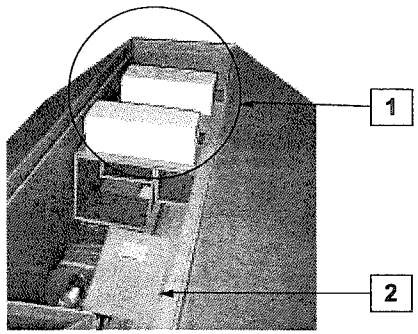

Fig. 2
1. Open the top lid to the cardboard box and make sure the content is as per Fig. 2. Remove the Styrofoam and cardboard supports (**1**) and the envelope containing the instruction manual (**2**).
4. Sollevare il banco e metterlo parallelo al terreno. Fig. 2.
5. Disimballare la terza guida laterale (**3**) agganciata al banco. Svitare i 2 dadi dai prigionieri e infilare su di essi la guida. Fig. 2.